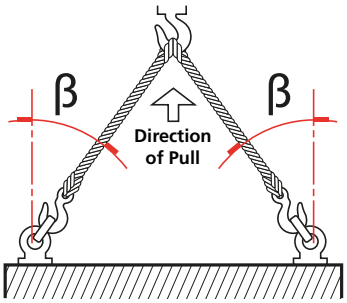

Fig 7.1 Sollevamento (attuatore a semplice effetto fino alla taglia 161)
- In caso di attuatore a semplice effetto, agganciare la catena all'anello di sollevamento del contenitore molla e una imbracatura al cilindro idraulico, come mostrato in Fig. 7.1